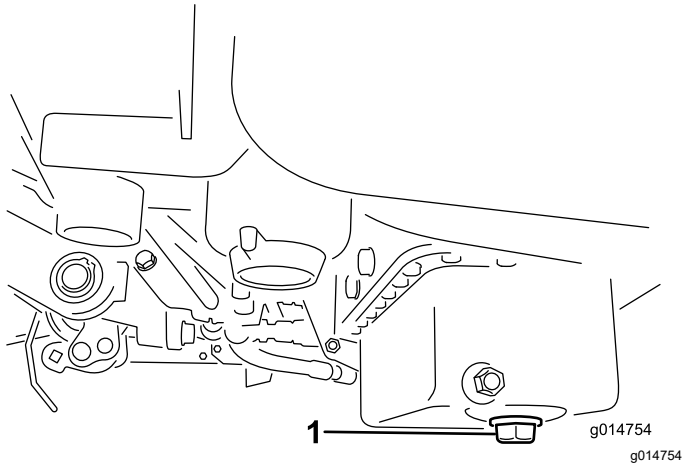

**Figuur 29**
1. Verwijder de aftapplug en laat de olie in een opvangbak lopen. Als er geen olie meer naar buiten stroomt, plaatst u de aftapplug terug (Figuur 29).